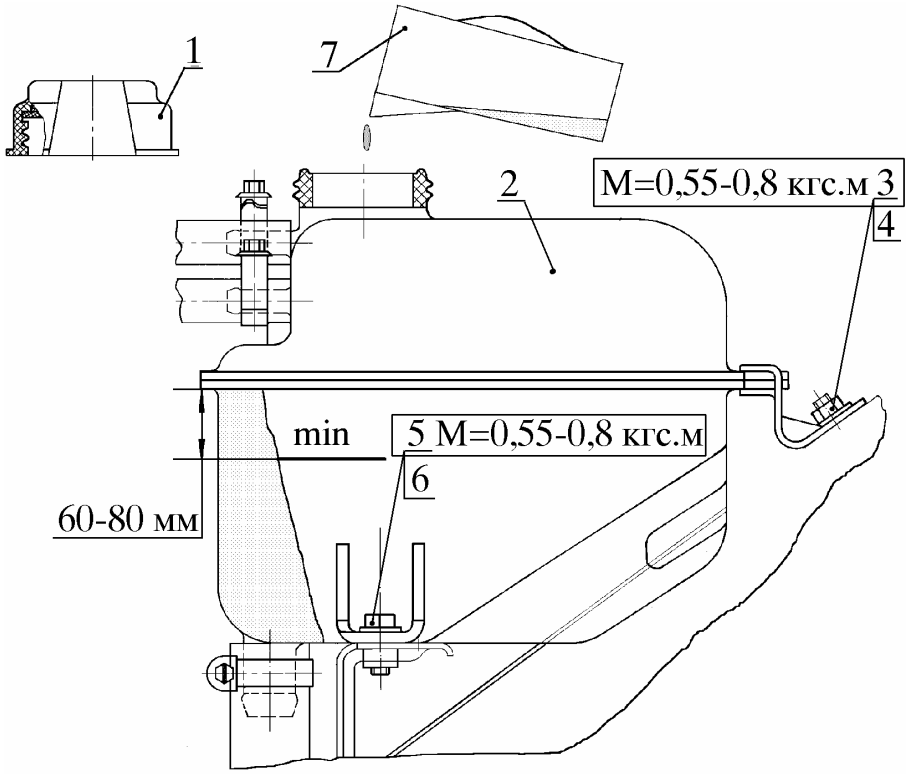

Рис. 47. Заливка охлаждающей жидкости в расширительный бачок:
5.21.2.3. Установить расширительный бачок 1 (рис. 47), завинтить гайку 3 с шайбой 4 и завинтить два болта 5 с шайбами 6.